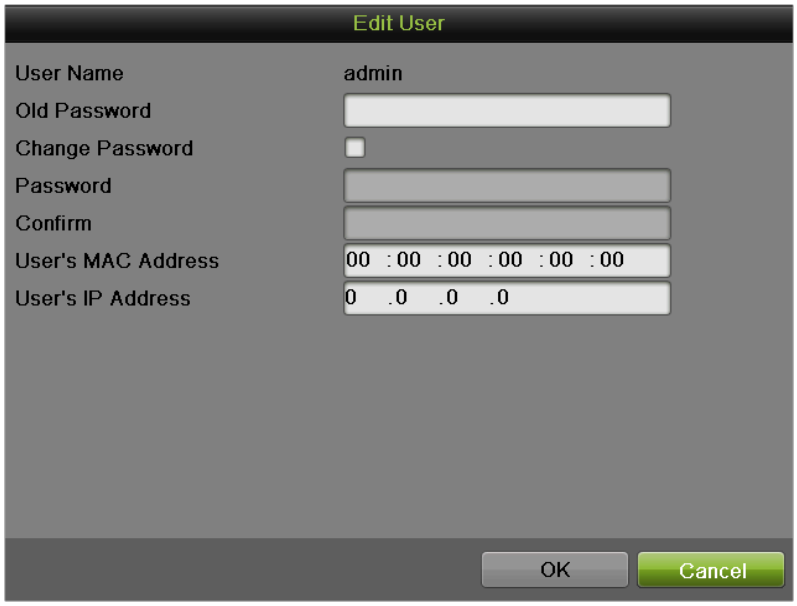

Figure 80 Edit User Menu
1. Click to pop up the Edit User menu, as shown in Figure 80.